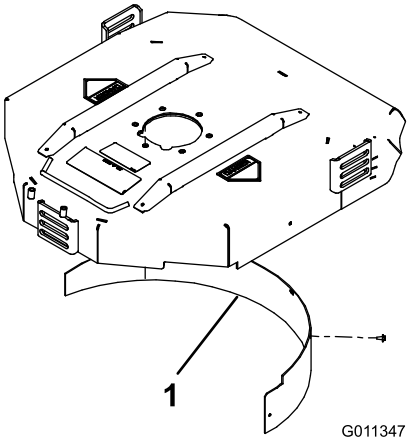

Figur 19
2. Monter kvernskjermen i den bakre åpningen og fest med fem flenshodebolter (Figur 19).